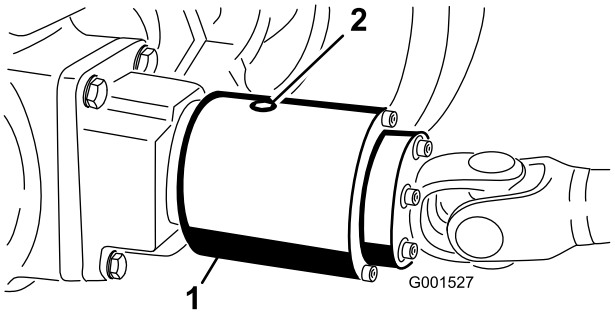

Figur 29
2. Drej koblingen (Figur 29), så kontrolproppen (vist i kl. 12-position) står på kl. 4.